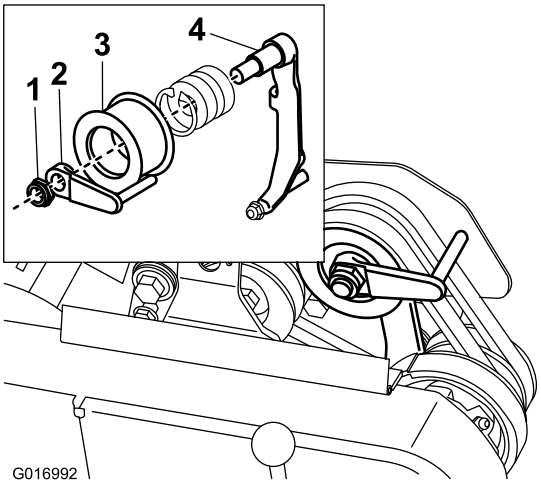

Figur 40
8. Hvis du ønsker å gjøre det lettere å dra eller skyve maskinen uten å starte motoren, må du justere remføreren (Figur 40, innstikk) på følgende måte: